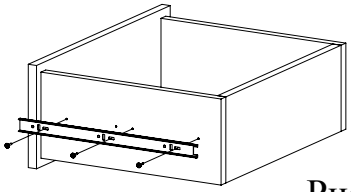

Рис.9
8. Закрепить внутренние планки направляющих к деталям 11 и 12 шурупами 3,5х16 (Рис. 9).